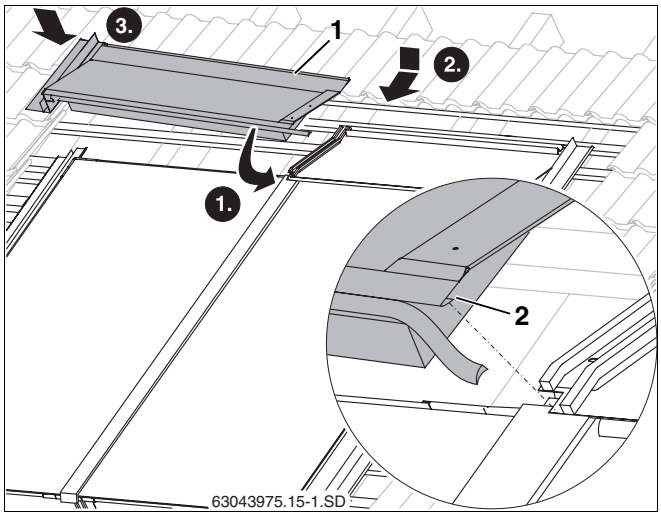

Abb. 57 Oberes linkes Abdeckblech
- Weitere obere Abdeckbleche mit den Blechfalz (Abb. 57, **Pos. 2**) in das montierte Abdeckblech einfädeln und dann an den Kollektor heranschieben.
- Das linke obere Abdeckblech (Abb. 57, **Pos. 1**) in das linke seitliche Abdeckblech einführen.